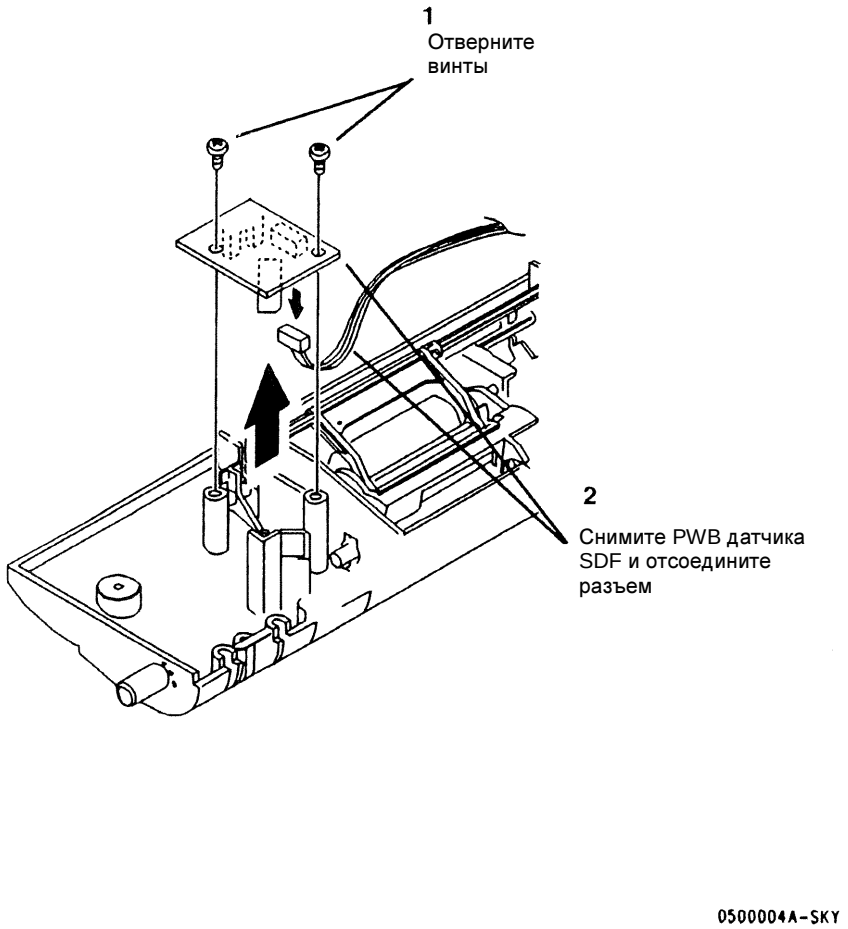

Рисунок 4 Снятие PWB датчика SDF
4. (Рисунок 4): Снимите PWB датчика SDF.